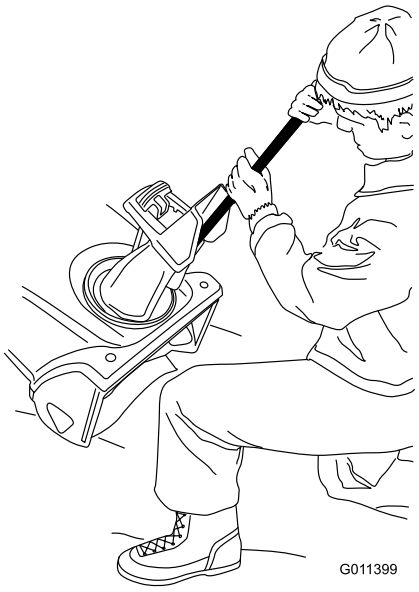

Figur 24
- Bruk alltid rengjøringsutstyr, ikke hendene, til å gjøre rent (Figur 24).